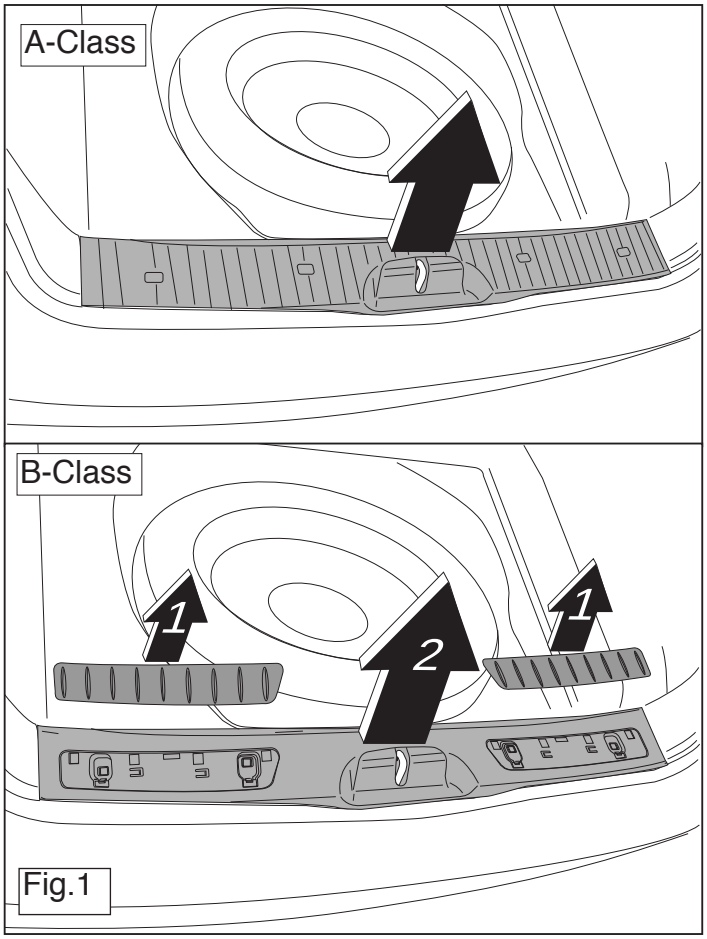

Fig.1
2 Demonteer de kunststof beschermkap (zie fig. 1).
2. Remove the plastic protective cap (see fig. 1).
2. Zdemontowaç koŁpaki zabezpieczajàce wykonane z tworzywa sztucznego (patrz rys. 1).
2. Die Kunststoffschutzkappe abmontieren (siehe Abb. 1).
2. Démonter le cache de protection en plastique (voir la fig.1).
2. Demontera skyddskåpan av plast (se fig. 1).
2. Demonter kunststofbeskyttelseskappen (jævnfør fig. 1).